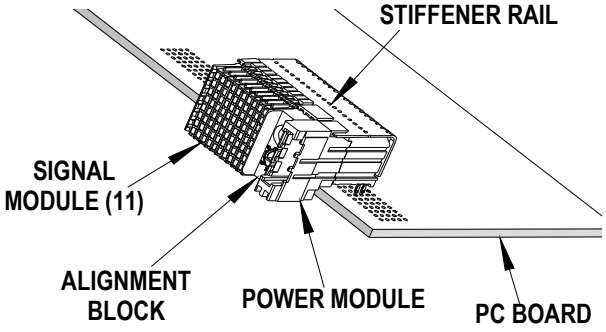

**Figure 2-8**
2. Start the assembly into the board by hand. See Figure 2-8.